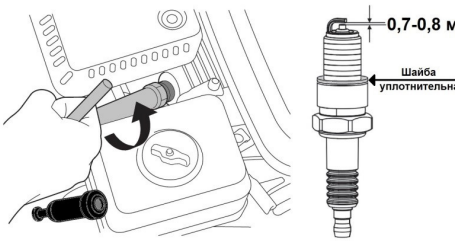

Рис. 32 Обслуживание свечи зажигания
1. Снимите со свечи зажигания колпачок высоковольтного провода и удалите грязь вокруг свечи зажигания (Рис. 32).
4. Измерьте зазор между электродами свечи зажигания специальным щупом. Зазор должен быть 0,7-0,8 мм (Рис. 32). При увеличении, или уменьшении требуемого зазора, рекомендуется заменить свечу, так как регулировка зазора может привести к изменению качества искрообразования.